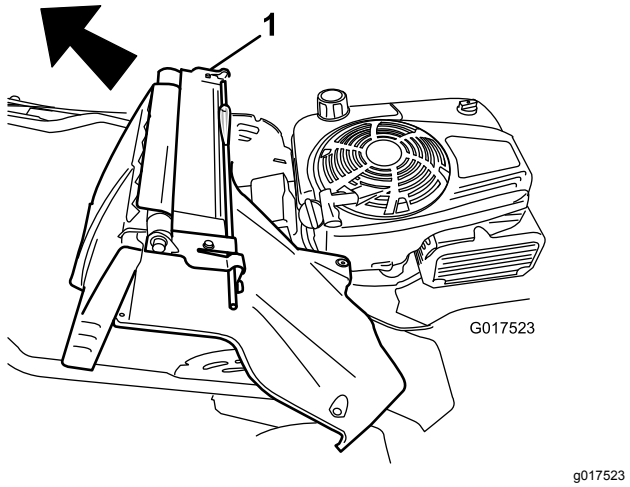

Bild 36
7. Entfernen Sie die Heckklappe und den Holmarretierhebel (Bild 36).